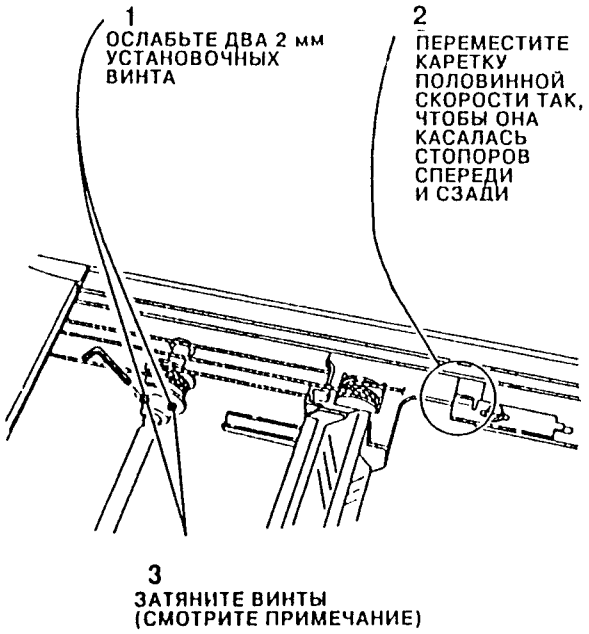

Рис. 4. Регулировка каретки половинной скорости
2. Отрегулируйте положение каретки половинной с сти так, чтобы каретка касалась стопорных упоров спер и сзади (смотрите Рис. 4).